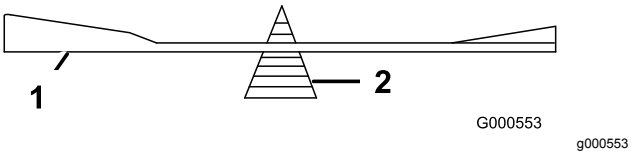

Figur 69
2. Kontrollera knivens balans med en knivbalanserare (Figur 69).